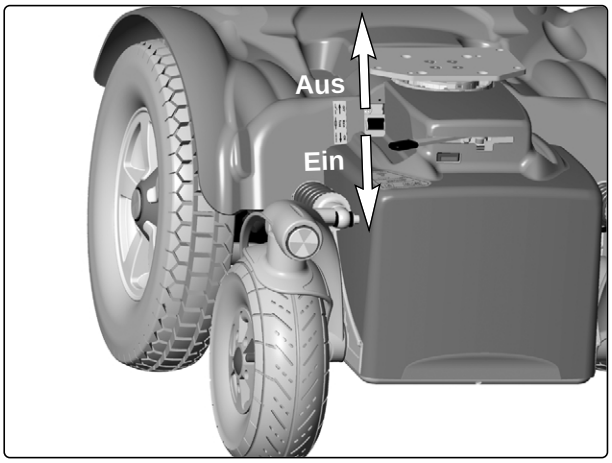

Abb. 66. Hauptsicherung/Batterietrennschalter.
Ein Austausch der Hauptsicherung ist normalerweise nicht erforderlich, da sie als Automatiksicherung bei einem Ausfall einfach wieder eingeschaltet werden kann. Sie liegt im Chassis rechts von der Sitzhöhenverstellung, s. Abb. 66.
2. Bringen Sie die Hauptsicherung in die Stellung "AUS", s. Abb. 66.
12. Bringen Sie die Hauptsicherung in die Stellung "EIN", s. Abb. 66.